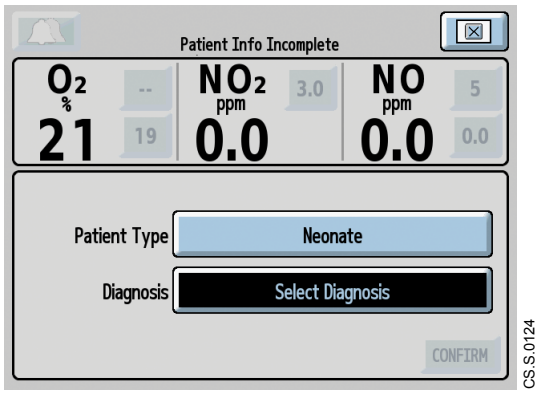

Figure 3-42 Diagnosis button selected
7. Touch **Select Diagnosis** (Figure 3-42) and rotate the Control Wheel to configure the patient diagnosis.